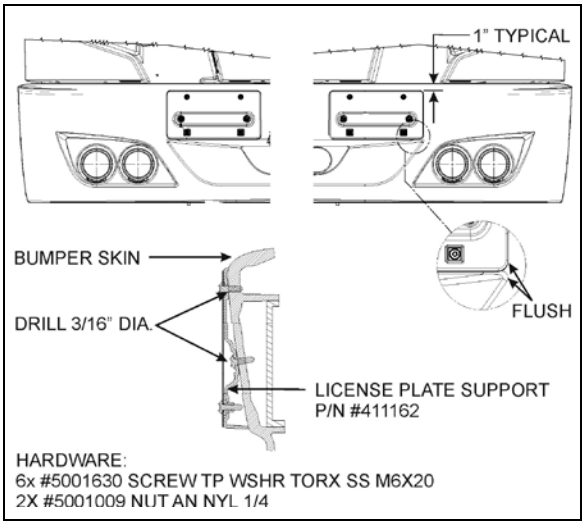

**FIGURE 20: LICENSE PLATE SUPPORTS** 18500A
5. To adjust the male dovetail on L.H. side of the door, remove the two screws and loosen the two bolts. Slide the male dovetail toward the interior and loosely tighten the two bolts. Close the door slowly but firmly, then slowly open it and tighten the two bolts. Attach dovetail to the door with screws. See figure 20.